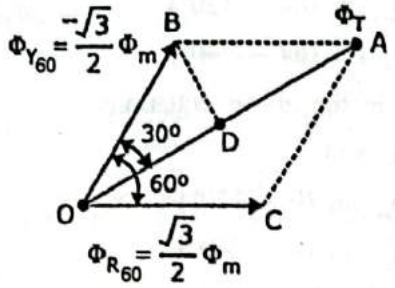

**FIG. 4.5 : VECTOR DIAGRAM WHEN $\theta = 60°$**
- The three fluxes $\phi_{R_{60°}}$, $\phi_{Y_{60°}}$ and $\phi_{B_{60°}}$ at he instant when $\theta = 60°$ are shown in the vector diagram of Fig. 4.5.